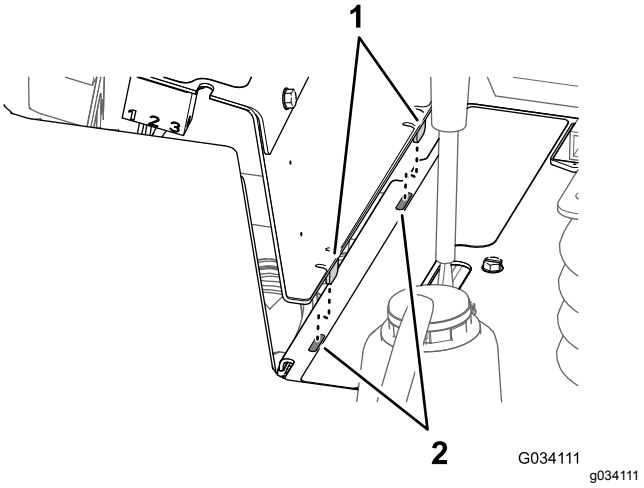

Figur 53
2. Tilret de to tapper nederst på sidepanelet med de to riller i stellet til konsollen (Figur 53).